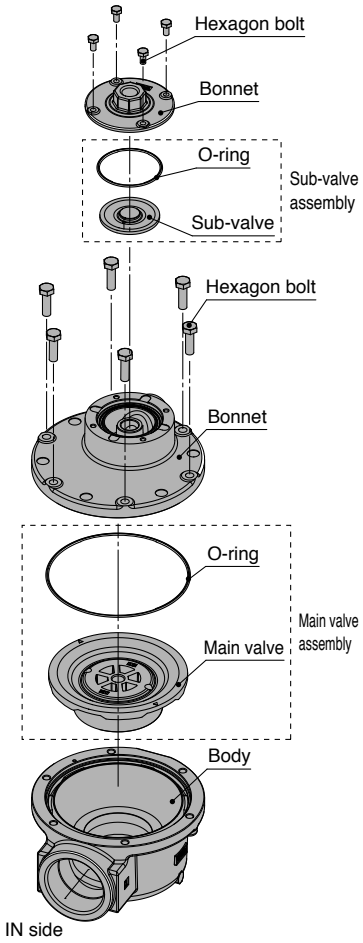

Fig. 2 O-ring position
2) Mount the O-ring to the body groove. (See Fig. 2.) After mounting of the O-ring, check if the O-ring is fitted properly in the groove. If it is out of the groove, external leakage and/or operation failure may occur.